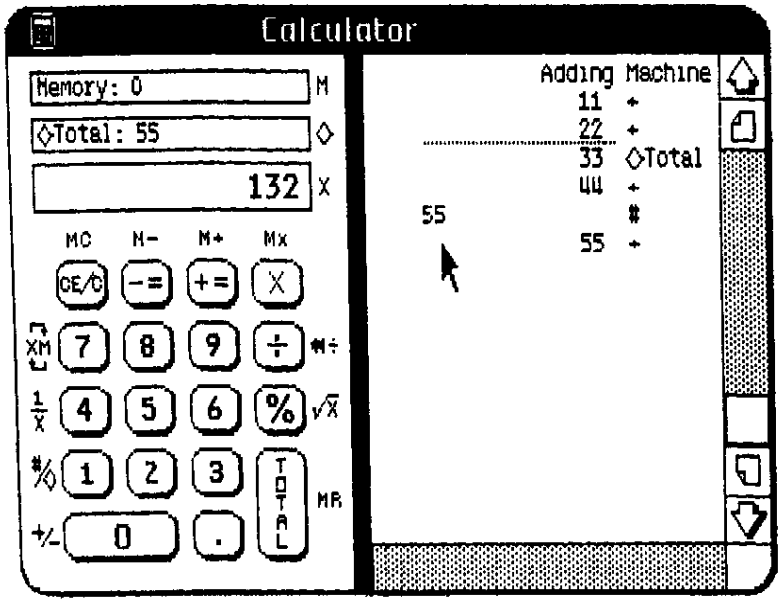

Figure 8. Adding Machine — Example 2
- Click +=; see Figure 8 now.
In Figure 8, the number 55 has been shown and then entered into the calculation. A number that is shown without being entered into a calculation is labeled #.